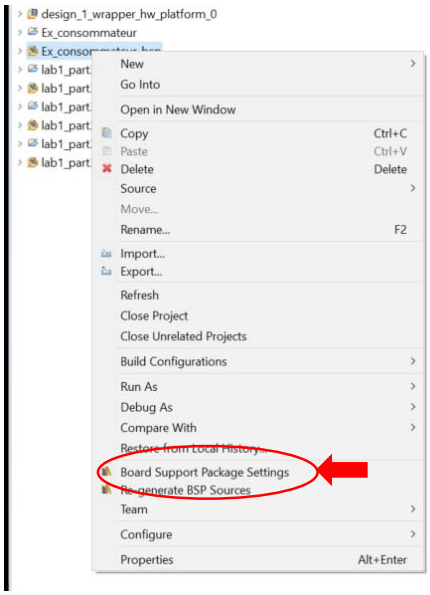

Figure 6
Les programmes **producteurs** et **consommateurs** distribués comme code de départ illustrent un exemple de ce *handshacking*. Le transfert de *TaskGenerate* sera calqué sur cet exemple de producteur/consommateur mais au lieu de transférer des entiers (valeur i), vous transférez une rafale de paquets (de grandeur aléatoire entre 1 et 255). Par conséquent, prenez 1 heure pour bien comprendre comment exécuter ce code du producteur/consommateur sur 2 cores en lisant bien les figures 6 à 18 et le texte qui les accompagne. N'hésitez pas à poser des questions au chargé de laboratoire. Si vous comprenez bien le fonctionnement de ce producteur/consommateur et comment le programmer sur 2 cœurs, le travaille de transférer TaskGenerate sur core 1 sera simple, puisque vous pourrez réutiliser le même découpage. Plus précisément, comme vous aurez créé 2 BSPs (1 pour core 0 et 1 autre pour core 1), vous pourrez reprendre ces 2 BSPs.
2) Cliquez avec le bouton de droite pour ajouter une option sur le setting du BSP (flèche rouge sur Figure 6) i.e. :